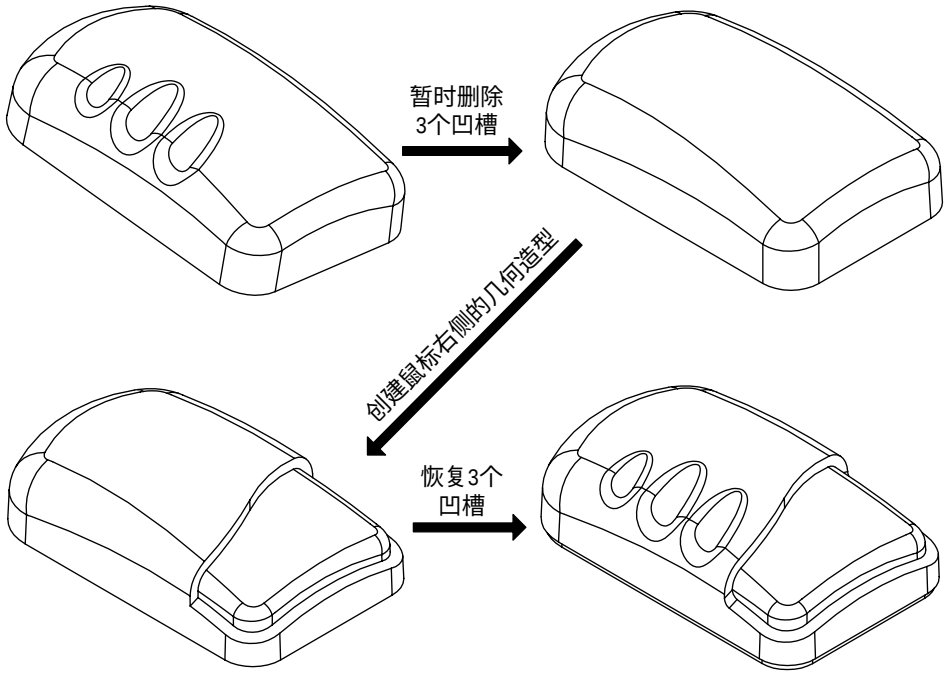

图 1.6
- 使用 Suppress 命令将复杂的特征暂时删除，可以节省 3D 模型重新生成的时间，并且可以使屏幕上显示的特征减少，使得设计工作较为简单。例如，图 1.6 中使用 Suppress 命令将鼠标的 3 个凹槽暂时删除掉，等鼠标右侧的几何造型都完成时，再恢复 (Resume) 3 个凹槽，这样，在创建鼠标右侧的几何造型时，省掉许多重新生成 3 个凹槽的时间。详细的说明请参照笔者所著《Pro/ENGINEER 2000i^2 零件设计基础篇（下）》第 2 章。